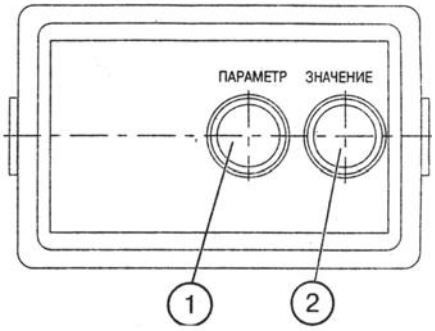

Рис. 2. Пульт управления (А3):
• при остановленном тракторе после установки выключателя стартера и приборов в положение “I” на дисплее (7) появляется индикация (5) наработки двигателя в часах;
• при движении трактора на дисплее (7) появляется индикация (6) скорости движения трактора (км/ч), при этом индикация (5) исчезает. Электрический сигнал скорости движения поступает от датчиков скорости, установленных на крышке заднего моста (BV1, BV2). Показания скорости осуществляются по сигналу с датчика, установленного на шестерне конечной передачи колеса, вращающегося с меньшей частотой. Расчетная скорость выше действительной, т.к. не учитывается буксование трактора;
• после запуска двигателя стрелочный указатель (8) перемещается по круговой шкале (1) для индикации частоты вращения коленчатого вала двигателя. Одновременно на дисплее (4) появляется индикация частоты вращения ВОМ (об/мин) Шкала (3) - для ВОМ I и шкала (2) - для ВОМ II. Электрический сигнал частоты вращения подается с фазной обмотки генератора.
1.2 Пульт управления тахоспидометром (рис. 2)
— нажмите кнопку (1) для входа в режим программирования (рис. 2).